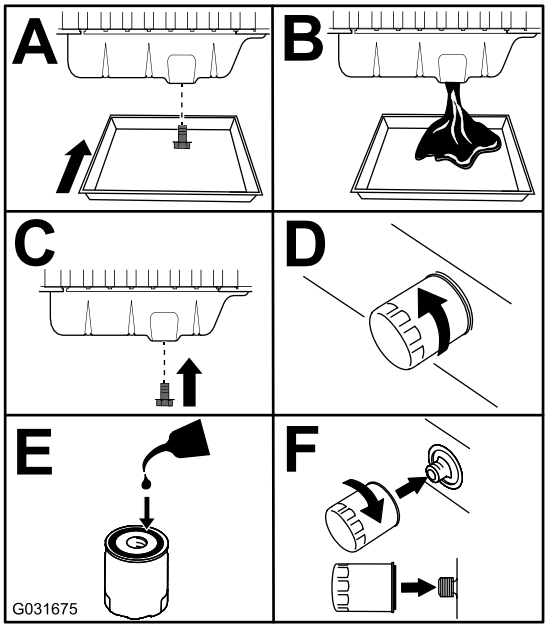

Figur 89
3. Byt motorns olja och filter (Figur 89).